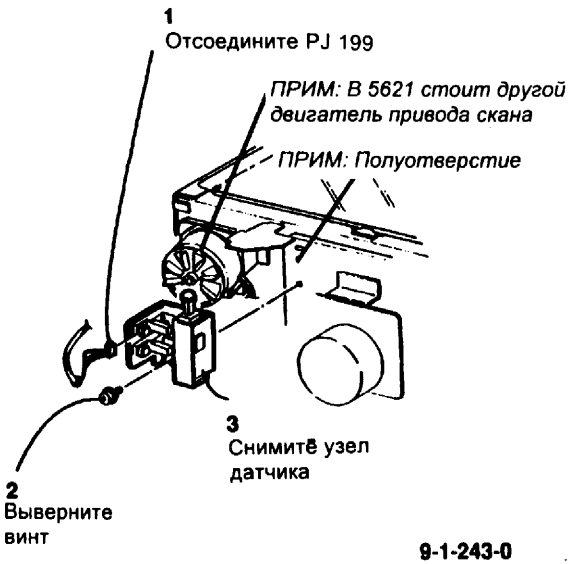

Рис. 1 Снятие датчика укладки оригинала вручную
2. (Рис. 1) Снимите узел датчика укладки оригинала вручную.